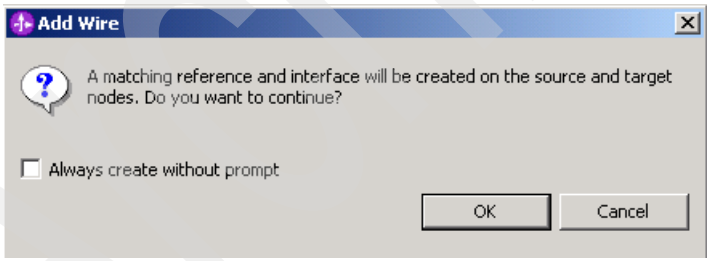

Figure 12-10 Creating a source and reference at the same time
a. If the Add Wire window (Figure 12-10) opens, click **OK**.